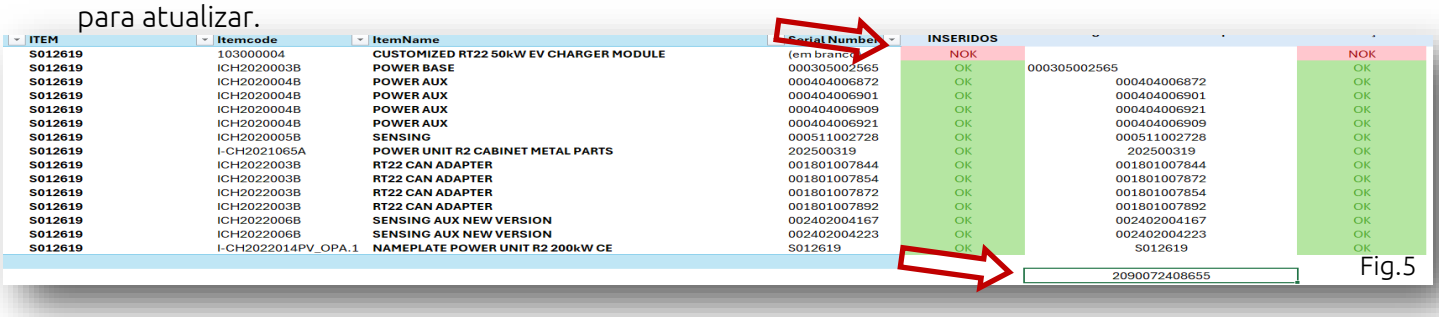

Fig.5
- No caso de um artigo não corresponder ou por estar errado ou por não existir (por exemplo nameplate), escrever a seguir à ultima linha o numero correto, tirar print e enviar para o armazém como está assinalado na fig.5 e pedir para atualizar.